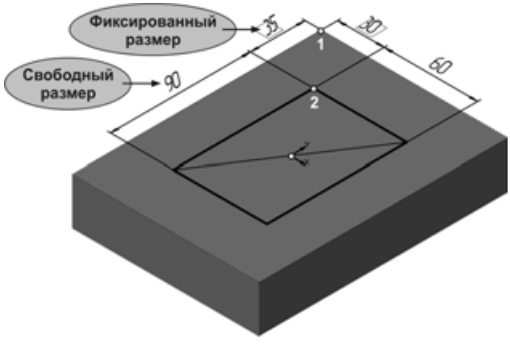

Рис. 5.22
- Вновь проставьте габаритные размеры прямоугольника 90 и 60 (рис. 5.22).